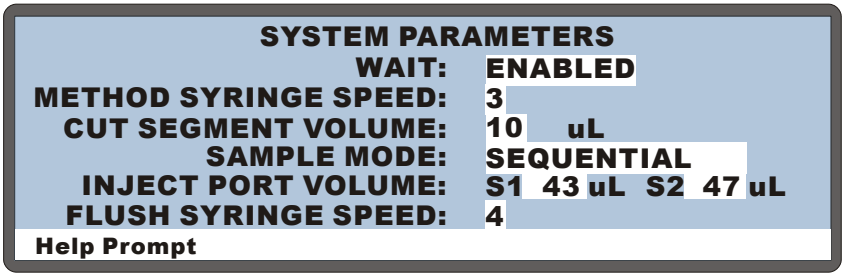

Figure 3-27. System Parameters Screen: Sequential Mode
3. On the **SYSTEM PARAMETERS** screen, select **SEQUENTIAL** in the **SAMPLE MODE** field (see Figure 3-27).